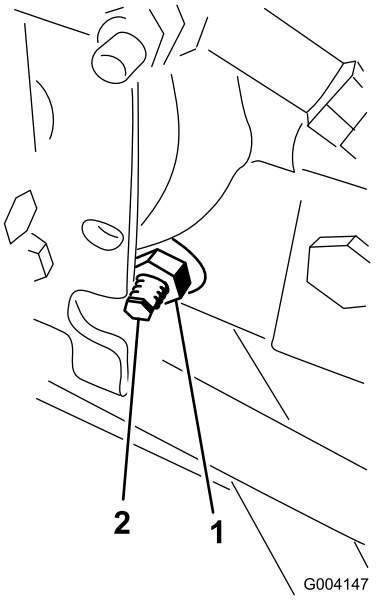

Figur 60
3. Lossa låsmuttern på hjuldrivningens justeringskam på höger sida av hydrostaten (Figur 60).